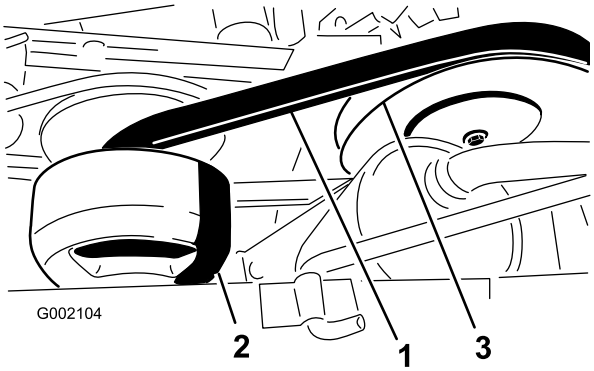

**Figure 52**
3. Rotate and inspect the belt (Figure 52) for excessive wear or damage. Replace the belt if necessary.
1. Rotate and route the belt over the secondary clutch (Figure 52).
2. Remove the belt from the primary clutch (Figure 52).